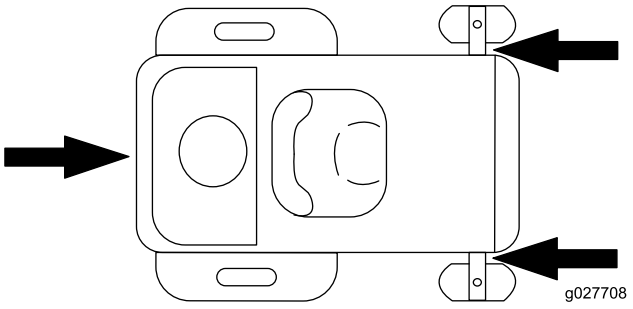

Figur 26
5. Bind fast maskinen nära de främre svänghjulen och den bakre stötdämparen (Figur 26).